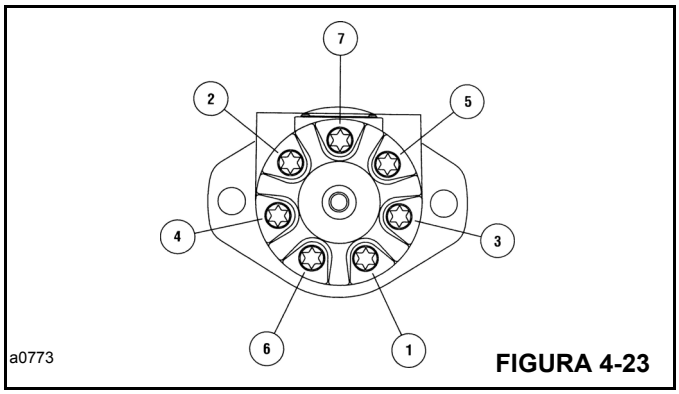

FIGURA 4-23
19. Instale el sello (13) en la tapa terminal (17). Coloque cuidadosamente la tapa terminal en la bomba de engranajes (16).
20. Instale los pernos (19) y las arandelas de sello (18) en la tapa terminal (17). Apriete los pernos a un par de 7.4 Nm (40 lb-pulg). Asegúrese que las arandelas de sello están asentadas correctamente. Luego, apriete los pernos a un par de 27 a 29 Nm (235 a 250 lb-pulg) en la secuencia ilustrada en la Figura 4-23.